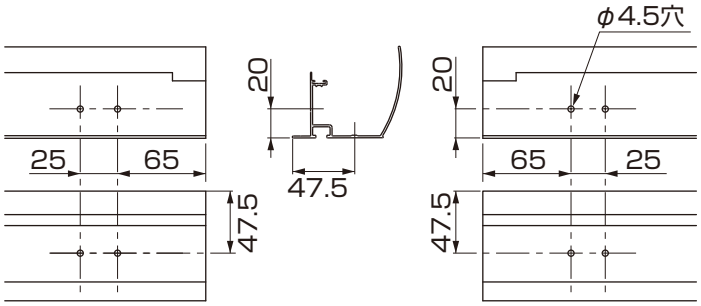
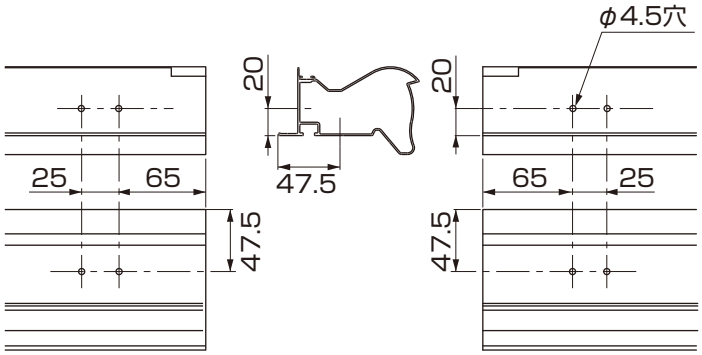
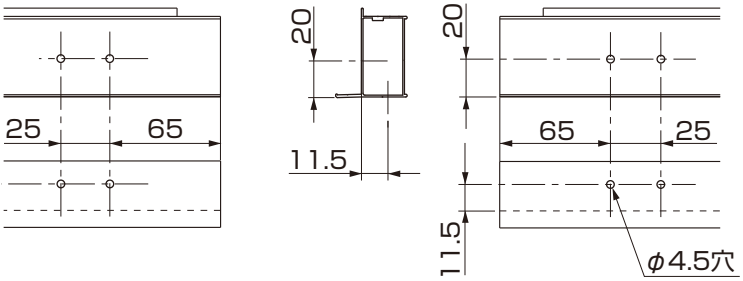
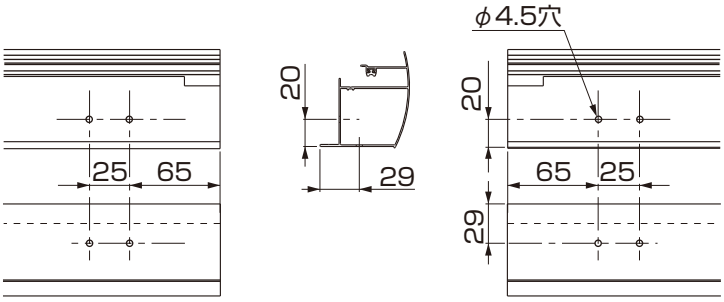

図2-1　前枠（樋あり）の加工
図2-2　前枠（樋なし）の加工
図2-3　母屋の加工
図2-4　後枠の加工
①後枠・前枠・母屋の連棟側を穴加工してください。（図2-1、図2-2、図2-3、図2-4参照）